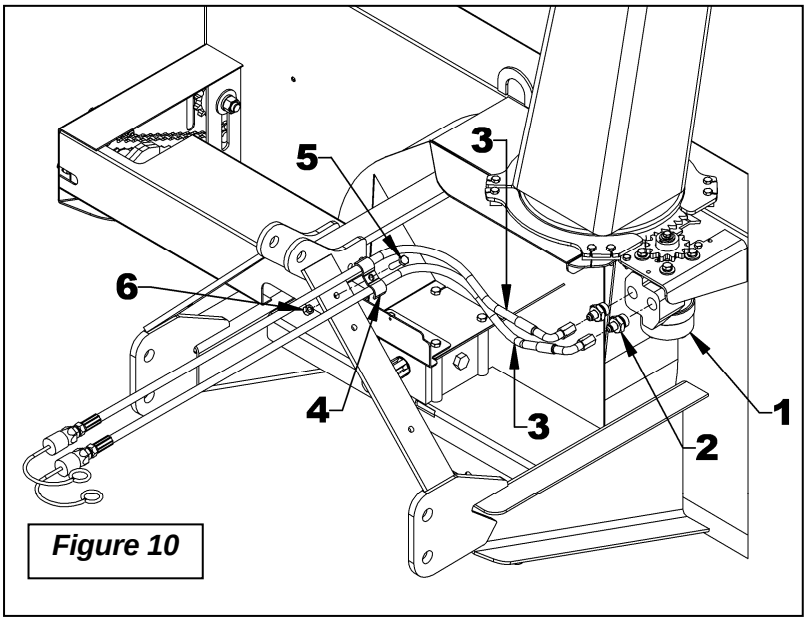

*Figure 10*
5. **FIGURE 10:** Install a 0.052" flow restrictor (item 2) in each motor input (item 1).
6. **FIGURE 10: NOT INCLUDED:** Connect the two hoses (item 3) on the motor flow restrictors (item 2). Direct the hose elbows toward the snowblower upper arm.
7. **FIGURE 10: NOT INCLUDED:** Run hoses on the snowblower with suitable bend, staying away from sharp edges, nor compromise the snowblower maintenance. Attach to the right or left snowblower three point arm with a hose clamp (item 4), a 3/8"NC x 1 1/2" bolt (item 5) and a 3/8"NC nylon insert locknut (item 6).